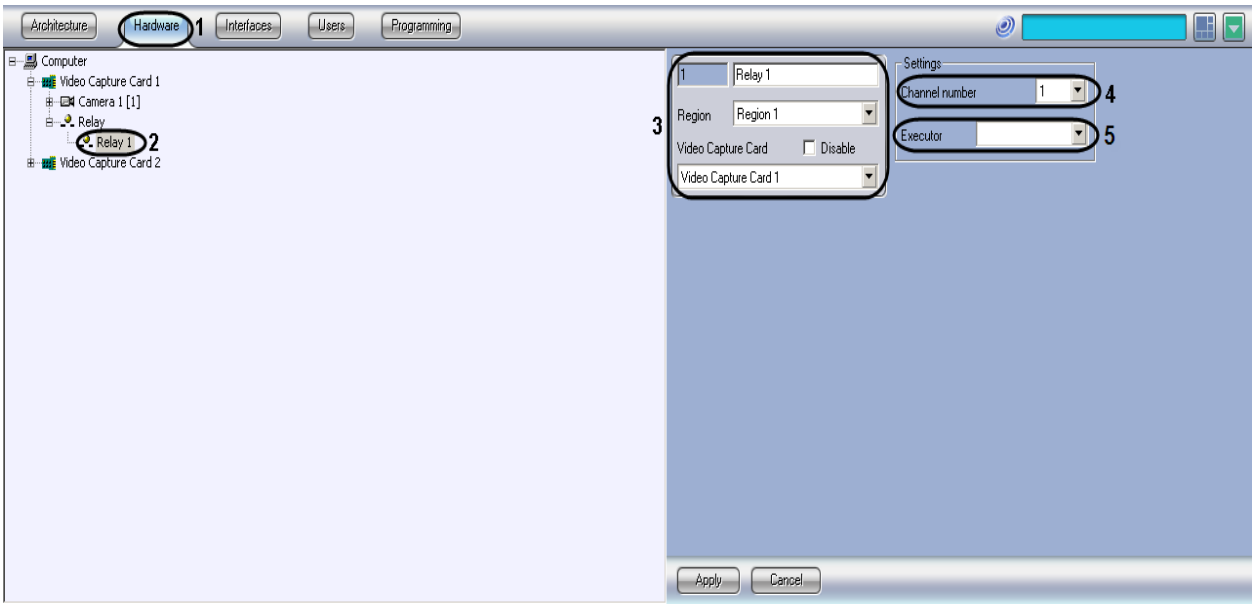

Figure 3.3—1 The setting panel of the Relay object
1. Go to the **Hardware** tab in the setting panel of INTELLECT™ (Figure 3.3—1, 1).
2. Create the **Relay** system object under the **Video capture card** object or select the corresponding object in the object tree in the **Hardware** tab of the setting panel of INTELLECT™ (Figure 3.3—1, 2).
3. Specify the ID and name of the **Relay** object and select the **Video capture card** object to become the parent of the **Relay** object (Figure 3.3—1, 3).
4. Select the **Channel number** matching the number of DO pin to which the relay is connected (Figure 3.3—1, 4).
5. In the **Executor** dropdown list select the type of executive device used as the relay in the guarded area (Figure 3.3—1, 5).